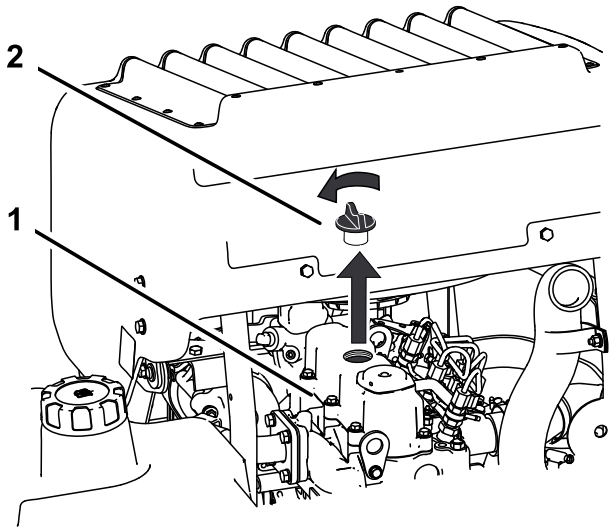

Figur 49
6. Fjern oliepåfyldningsdækslet fra toppen af motoren (Figur 49). Det hjælper olien med at løbe ud.
2. Fjern oliepåfyldningsdækslet og målepinden (Figur 49).